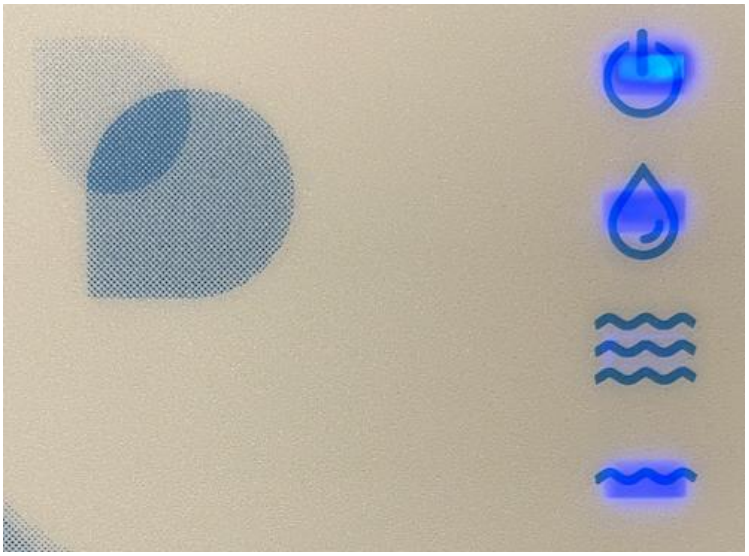

Figura 2 – Stato livello minimo e riempimento
ii. **Basso** livello – il livello è considerato basso quando l'acqua è al di sotto della sonda MIN. In questa situazione, la pompa di circolazione viene inibita e la valvola solenoide (EV) viene attivata per riempire la piscina. Il segnale basso livello e l'indicatore di riempimento compaiono sul display (figura 2). Quando il livello dell'acqua raggiunge la sonda NORMALE, la valvola solenoide si ferma e la pompa di circolazione viene disinibita.